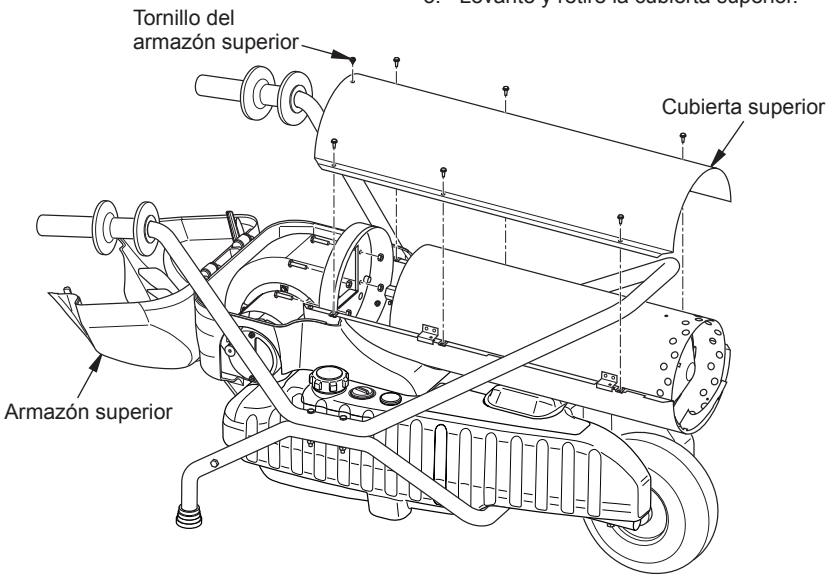

Figura 16 - Procedimiento para retirar la cubierta superior (se muestra el modelo 200)
1. Retire el tornillo que sujeta el armazón superior con un destornillador para tuercas de 5/16" (consulte la figura 16). Abra con cuidado el armazón levantando por ambos lados.
2. Retire los 6 tornillos ubicados a lo largo del calentador con un destornillador para tuercas de 5/16". Estos tornillos mantienen unidas la cubierta superior y la inferior (consulte la figura 16).